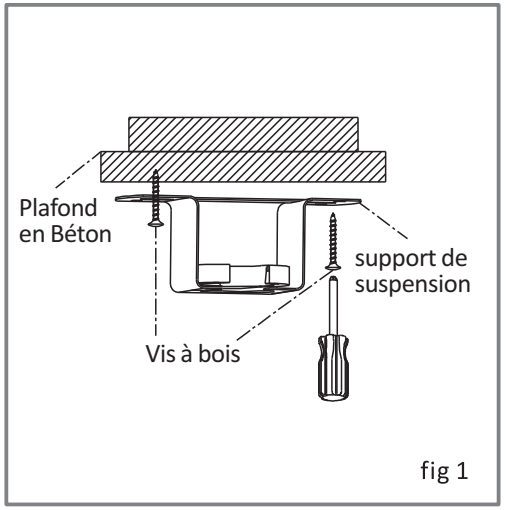

fig 1
1) Plafond en Béton : Utiliser quatre vis à bois pour installer le support de suspension fermement. (Figure 1)